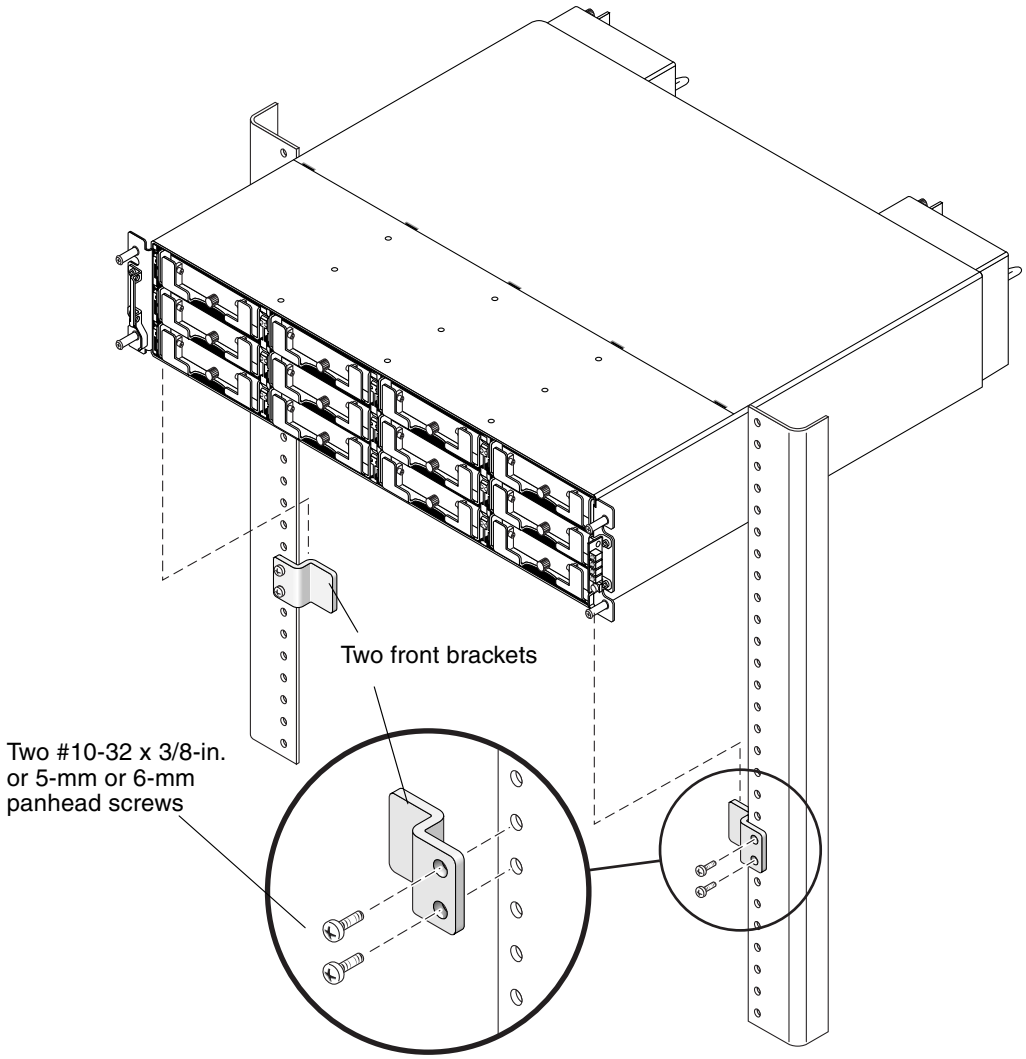

Figure 2-3 Front Bracket Position on the Rack Face
a. Attach each front bracket to the rack face (See Figure 2-3):